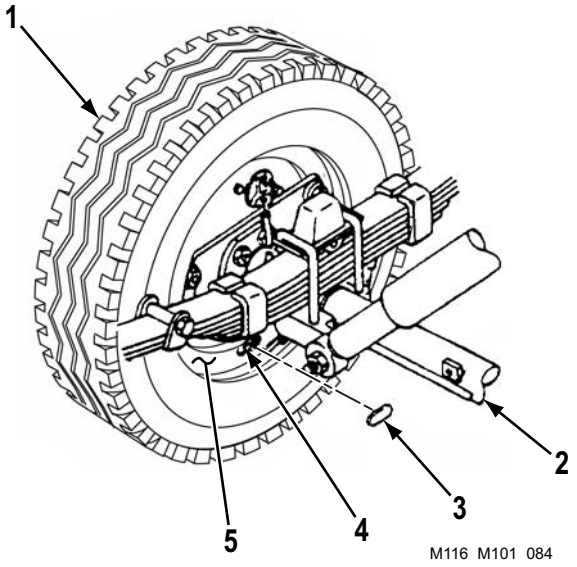

Figure 2. Service Brake Adjustment.
4. Remove cover (Figure 2, Item 3) from backing plate (Figure 2, Item 5).
5. While turning wheel assembly (Figure 2, Item 1), turn adjusting screw (Figure 2, Item 4) until brakes drag lightly. Then turn adjusting screw (Figure 2, Item 4) in opposite direction one click.
6. Install cover (Figure 2, Item 3) in backing plate (Figure 2, Item 5).
7. Lower axle (Figure 2, Item 2). Apply handbrake on adjusted side (WP 0005).
8. Remove chock from wheel assembly (Figure 2, Item 1).